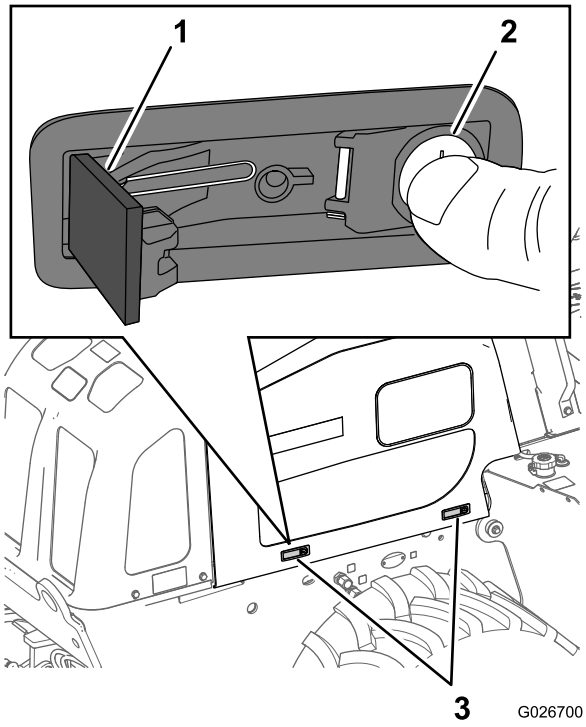

Figura 59
3. Premete la porzione del pulsante di ciascun fermo, la parte del fermo che include il cilindro della serratura (Figura 59).
4. Per innestare il fermo, spingete in dentro la relativa leva (Figura 59).